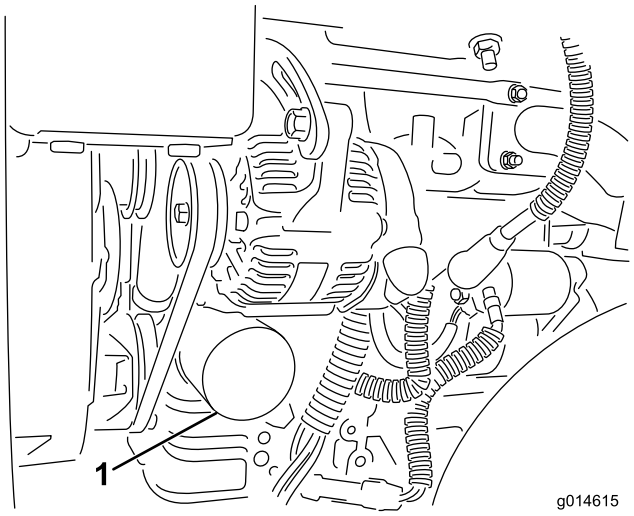

**Figur 48**
2. Avlägsna oljefiltret (Figur 48). Stryk på ett tunt lager ren olja på den nya filterpackningen.